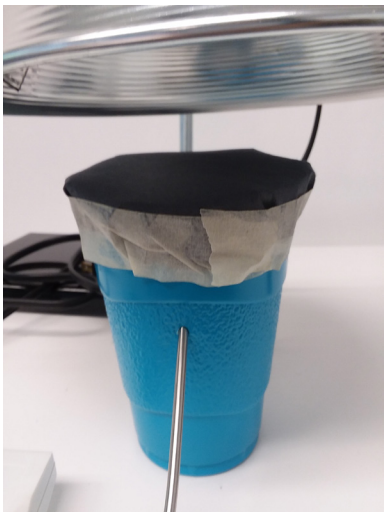

Figure 1
1. Carefully make a hole in the side of each cup, approximately in the middle from top to bottom (see Figure 1). If the thermometer tip is sharp enough, use this to make the hole. If not, use another device such as a bamboo skewer. The holes should be big enough to fit the probe of the digital thermometers through but small enough prevent warm air inside the cup from leaking out through the hole.
2. Cover the top of each of the seven cups with: a piece of black construction paper, a piece of white construction paper, a piece of black felt, a piece of white felt, a piece of aluminum foil, a piece of transparency sheet, or a flat panel of taped-together wooden craft sticks. (The eighth cup is a control and thus has no top covering material). Tape the edges of the materials firmly to the sides of the cups; there should be no leaks (see Figures 1 and 2).
5. Place one cup underneath each heat lamp. Adjust the heat lamps so that: a), they are pointing directly down, and b) the bulbs are ~3.5” from the top of the cups (see Figures 1 and 2).